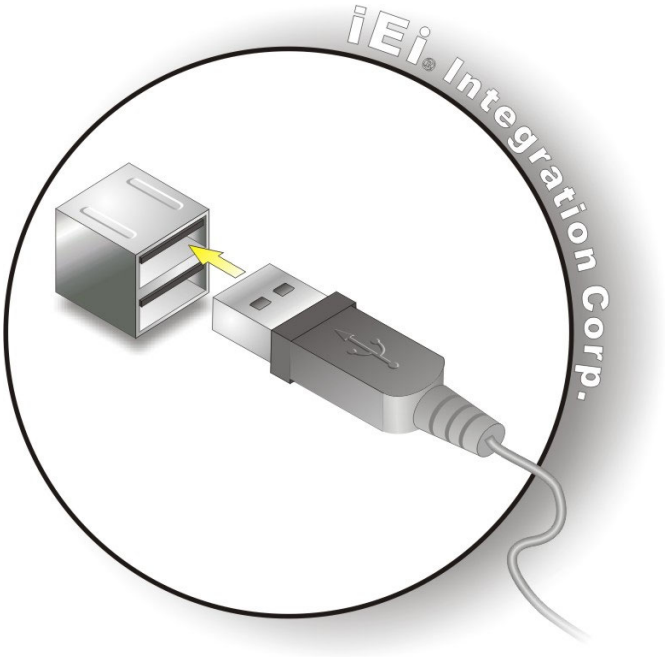

Figure 3-44: USB Device Connection
Step 2: **Align the connectors**. Align the USB device connector with one of the USB connectors on the bottom panel. See **Figure 3-44**.